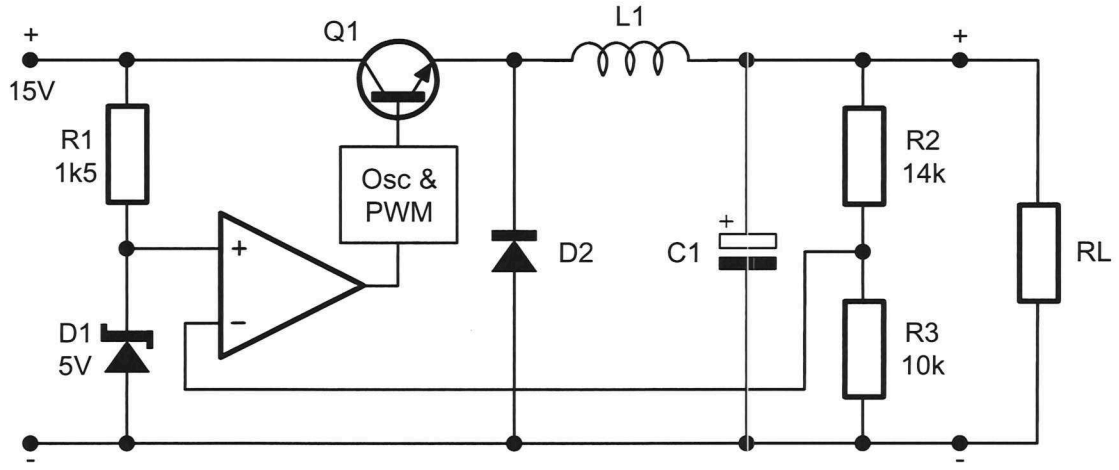

Figure 5
1. Calculate the output voltage of the circuit in Figure 5 below.